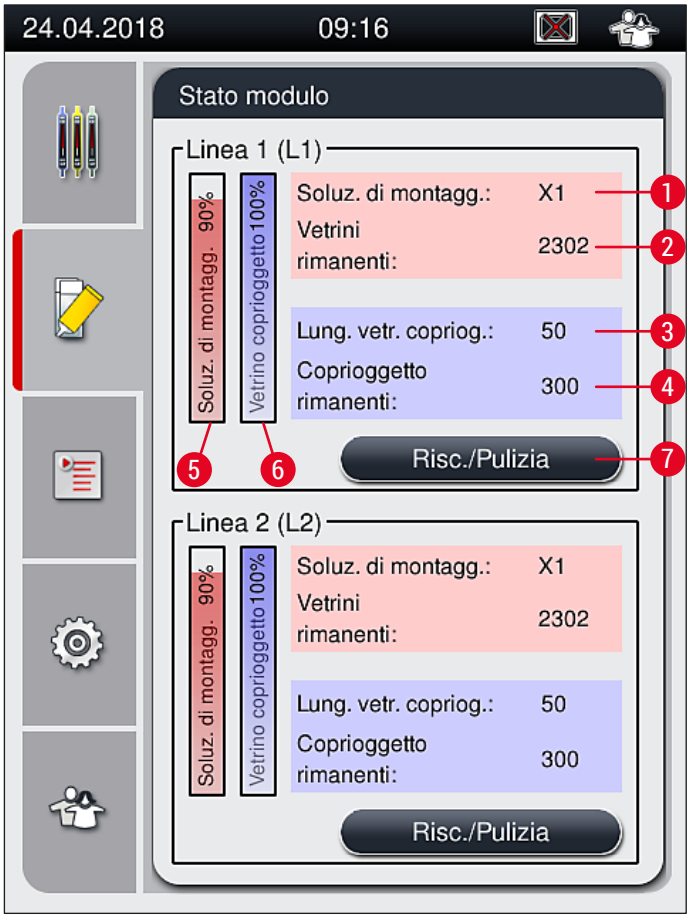

Fig. 49
- Il menu Stato modulo (→ Fig. 49) fornisce all'utente di HistoCore SPECTRA CV una panoramica dei materiali di consumo utilizzati (soluzioni di montaggio (→ Fig. 49-1) e vetrini coprioggetto (→ Fig. 49-3)), nonché dei relativi livelli di riempimento correnti (→ Fig. 49-5) (→ Fig. 49-6) e delle quantità residue (→ Fig. 49-2) (→ Fig. 49-4) per entrambe le linee montavetrini.